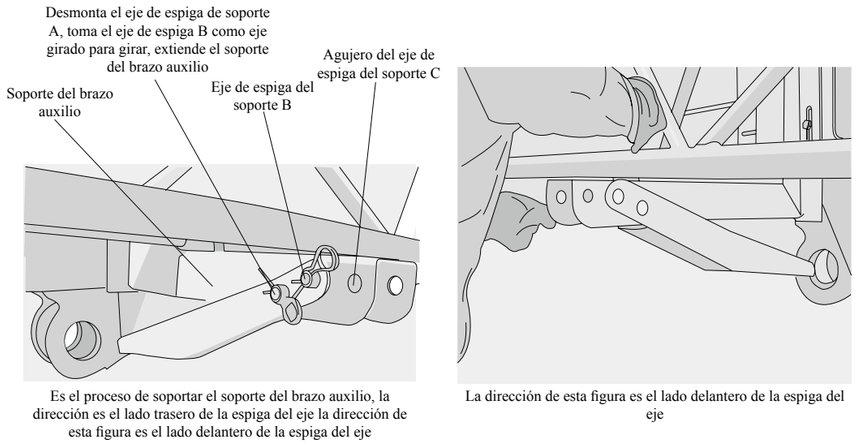

Figura 5-2 Figura sobre la extensión del estante apoyado
b) extiende el estante apoyado: Desmonta el eje de espiga del soporte A, toma el eje de espiga B como el eje para girar, extiende el estante apoyado giratorio en el inferior de la parte media del brazo auxilio, inserta el eje de espiga A en el agujero C(ve la figura 5-2)